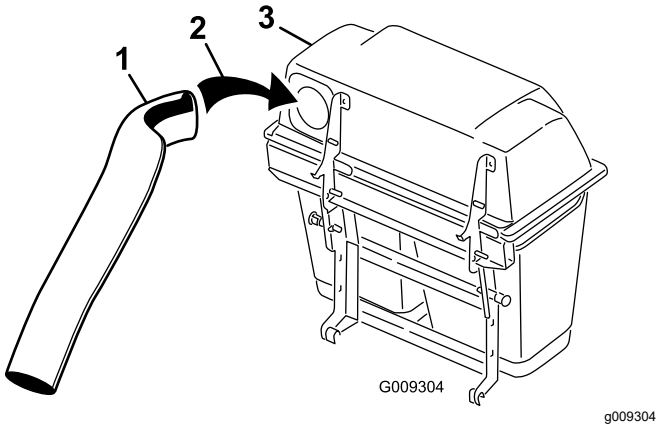
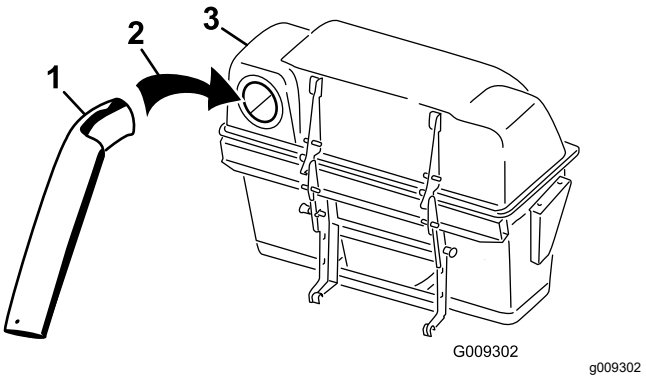

Figur 22
Figur 23
5. Monter det øverste rør på opsamlerens åbning, og træk det tilbage, så gummipakningen stikker ud (Figur 22 eller Figur 23).